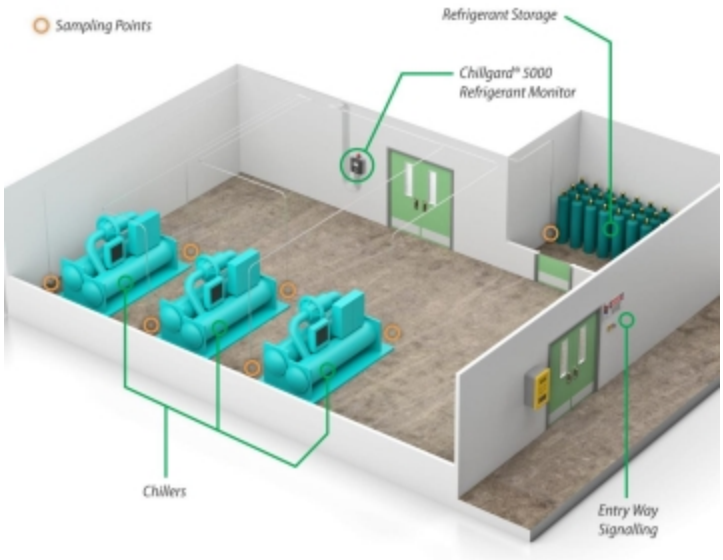

Figure 7 Mounting Location for refrigerants
- Approximately 5 ft (1.5 m) above the ground (Figure 7 , Figure 9).